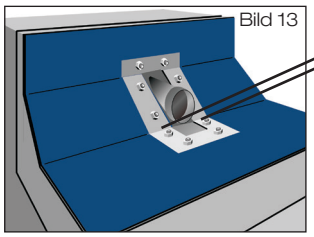

Bild 13
2.6 Dachdichtungsbahn mit Losflansch, beiliegenden Sechskantflanschmuttern und Unterlegscheiben verklemmen (Bild 13).